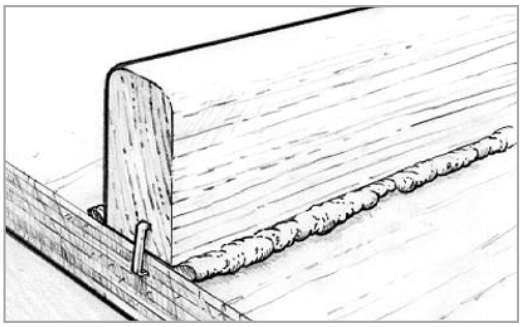

Figure 8-10 *Clamp components in place before the epoxy gels.*
3. Clamp components. Attach clamps as necessary to hold the components in place. Use just enough clamping pressure to squeeze a small amount of the epoxy mixture from the joint, indicating that the epoxy is making good contact with both mating surfaces *(Figure 8-10)*. Avoid using too much clamping pressure, which can squeeze all of the epoxy mixture out of the joint.